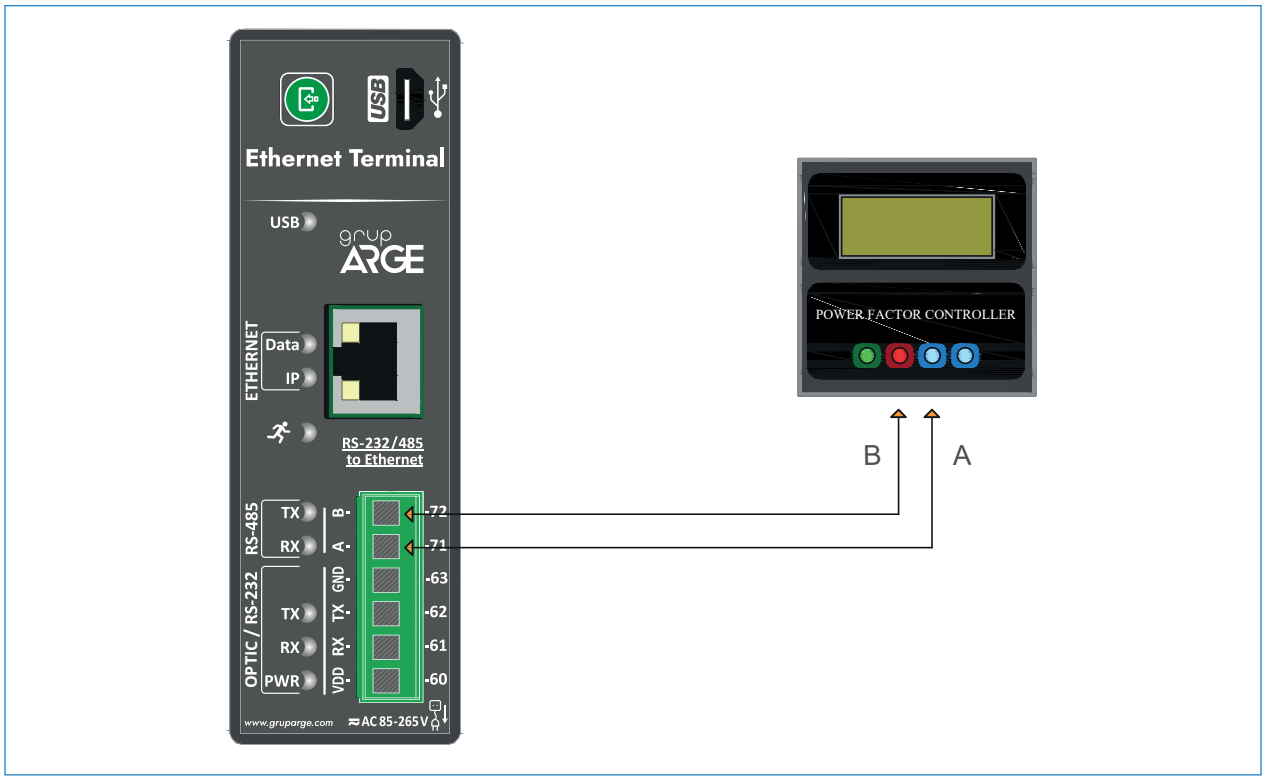

Figure 17
d. Modbus Device (Relay, Analyzer, etc.) / RS-485: See Figure 17; 18